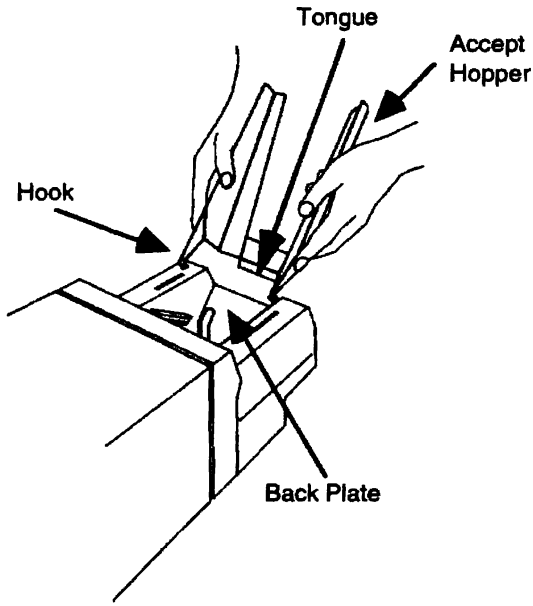

Figure 2.2: Installing the Accept Hopper
7. Mount the accept hopper by sliding the hooks on the end of the accept hopper through the slots in the front extension of the 8000ST (See Figure 2.2). Slide the tongue of the hopper under the back plate. (This is intended to be a snug fit.) Press down firmly to lock the accept hopper in place.